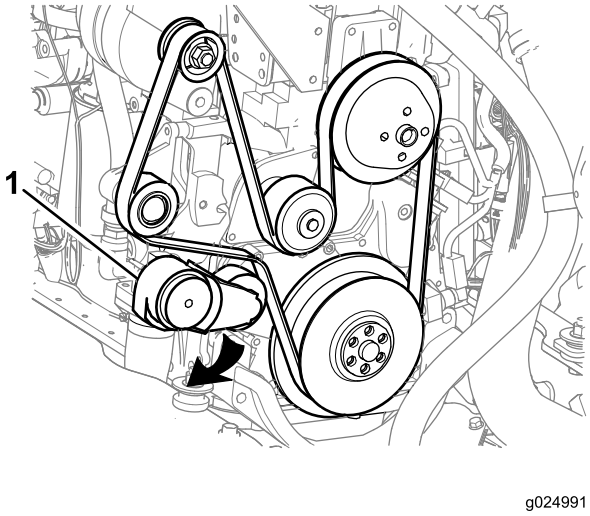

Figura 105
2. Reduza a tensão da correia girando o tensor de correia no sentido horário (Figura 105).
1. Gire a correia na direção das polias, mas não instale a correia sobre o tensor de correia (Figura 105).